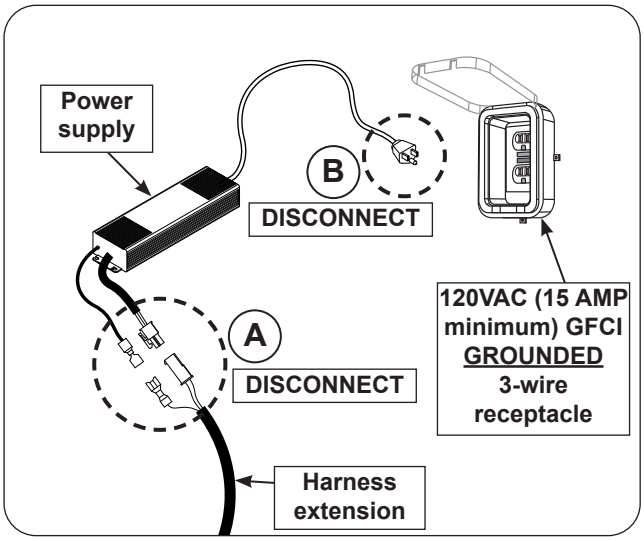

Fig. 40-3 Perform system reset
2. Disconnect the harness extension from the power supply (see Fig. 40-3, A).
3. Disconnect the power supply from the power source. (see Fig. 40-3, B).